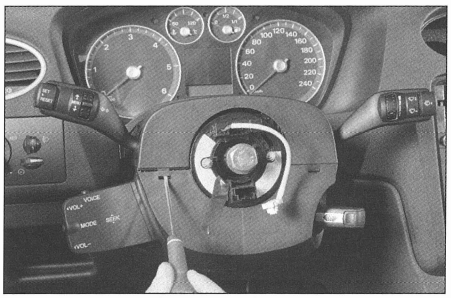

FIG. 38
- la carcasa superior de columna de dirección **(fig. 38)**.